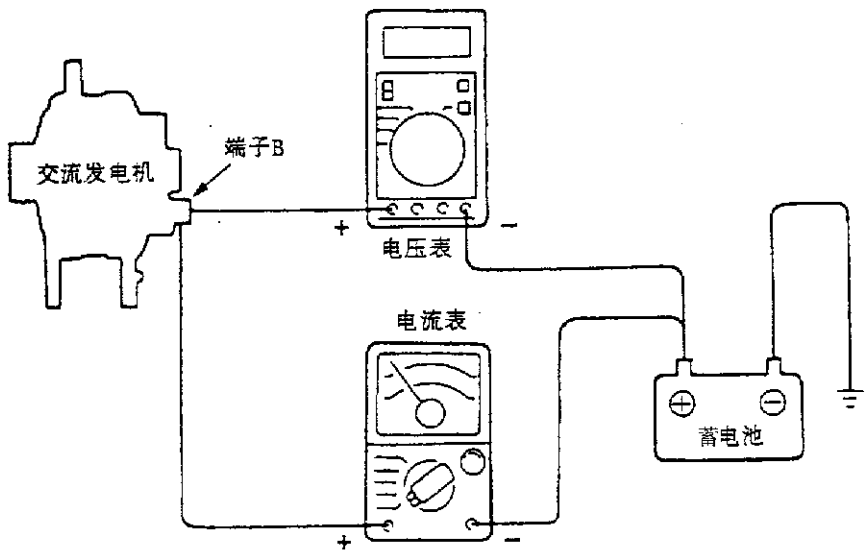

图 3－7－2
①交流发电机的安装状态。
②交流发电机传动皮带的张紧度。
③易熔丝的状态。
④发动机运转中交流发电机有无异常噪声。
(4)如图 3－7－2 所示，从交流发电机的端子“B”脱开交流发电机的输出线，在端子“B”和已脱开的输出线之间串联一个 0～100A 的测试用直流电流表(把电流表的(+)极导线接到端子“B”上，把电流表的(－)极导线接到已脱开的输出线上)。